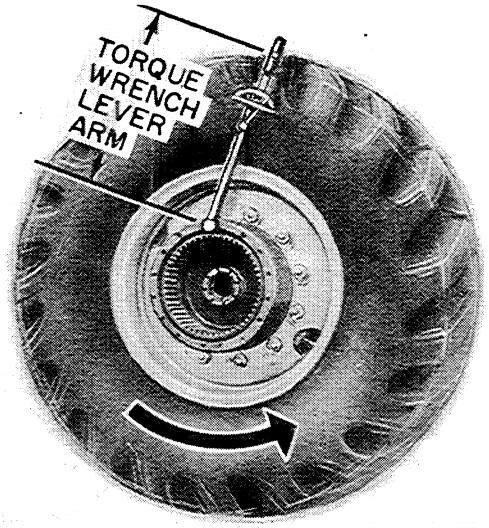

Figure U-58
4. Now check the bearing adjustment by measuring the rolling torque of the wheel - Place a torque wrench on the spider capscrew, Figure U-58, and note the amount of torque required to rotate the wheel.
If the lever arm length, Figure U-58, of the torque wrench is 18 inches - 10 foot pounds will be required to rotate the wheel and tire when the bearing is properly adjusted.